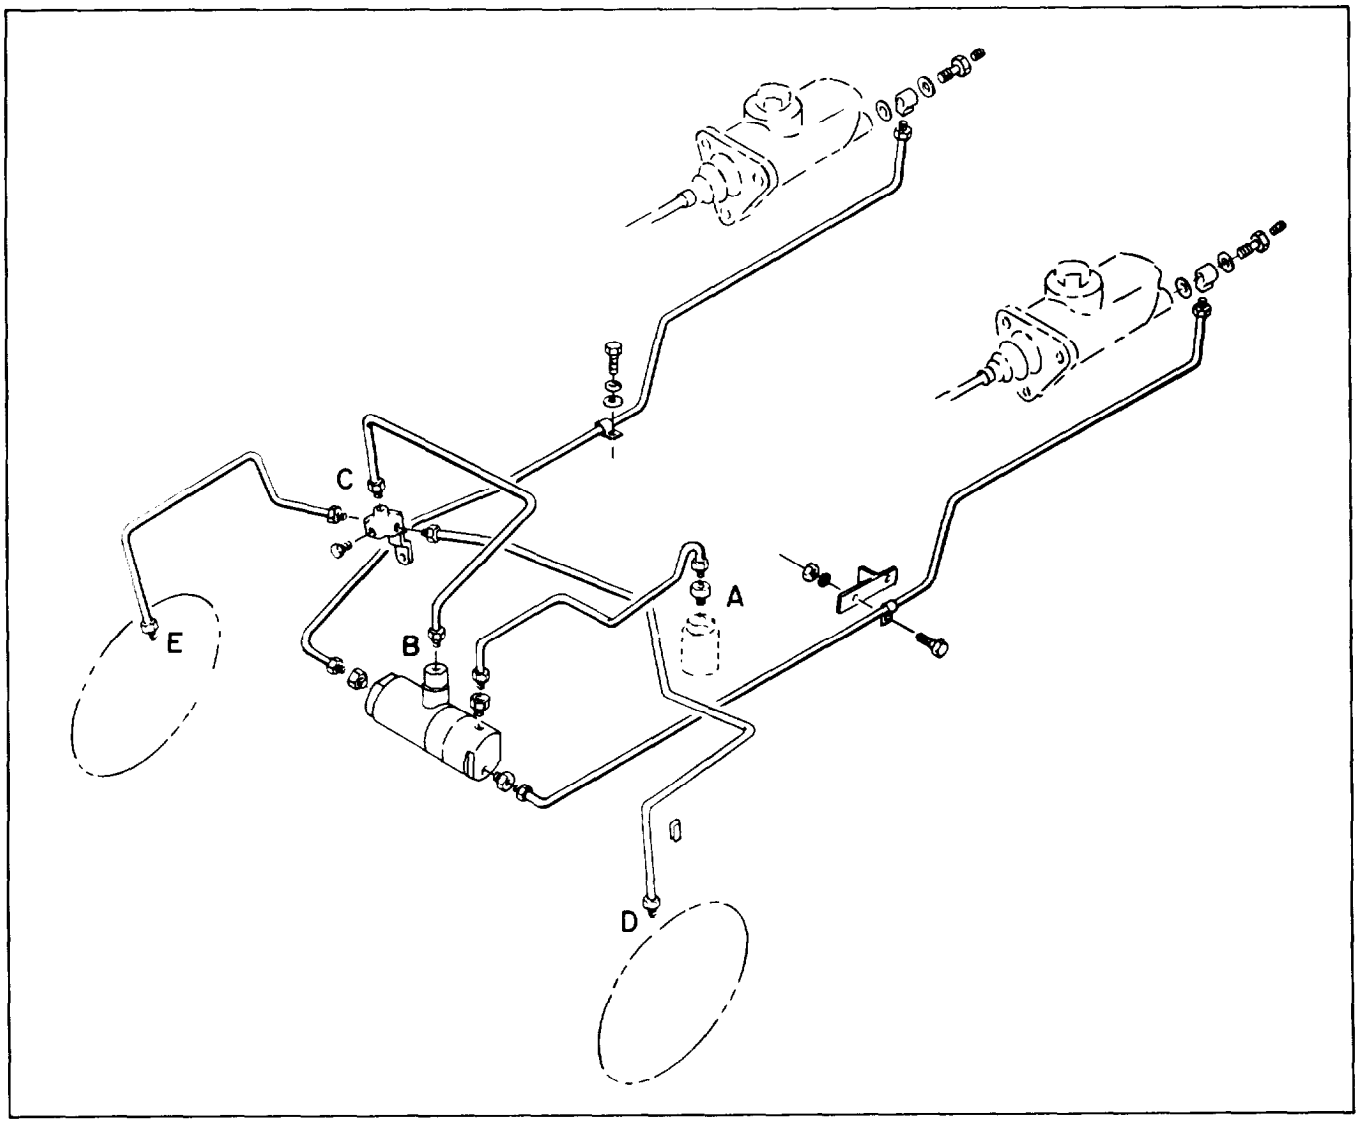

Figure 4-32. Brake System Bleed Points
e. Refer to figure 4-32 for identification of the various bleed points within the brake system.